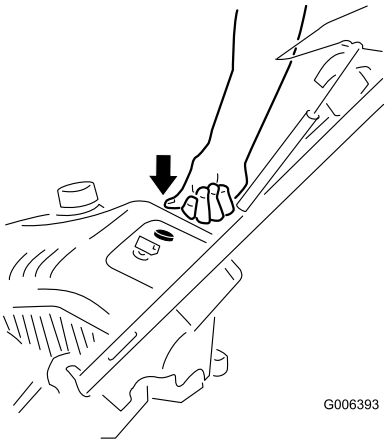
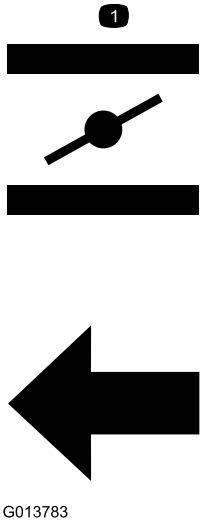

Figur 15
Figur 16
3. Snapsa genom att trycka in knappen ordentligt med tummen tre gånger (vid –18 °C eller högre) eller sex gånger (vid –18 °C eller lägre) och hålla in knappen en sekund vid varje tryckning innan du släpper den igen (Figur 15 och Figur 16).